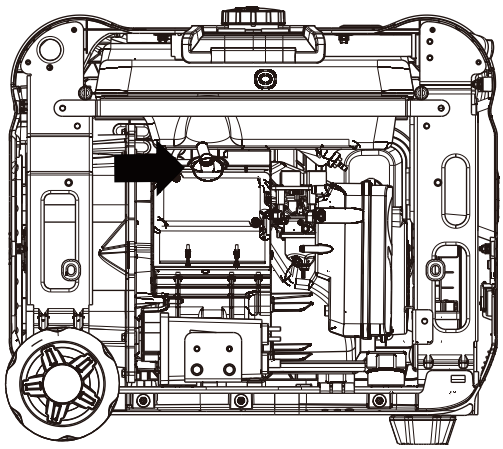

Figure 15: Slide off spark plug cover
3. Slide the spark plug access cover off the housing (see Figure 15).